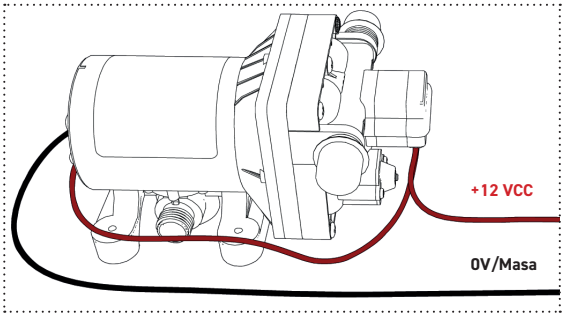

Fig. 9: Conexión eléctrica
2. Con los materiales ya preparados, conecte los dos cables de conexión de la bomba a la fuente de alimentación, tal como se indica a continuación (figs. 9 y 10):